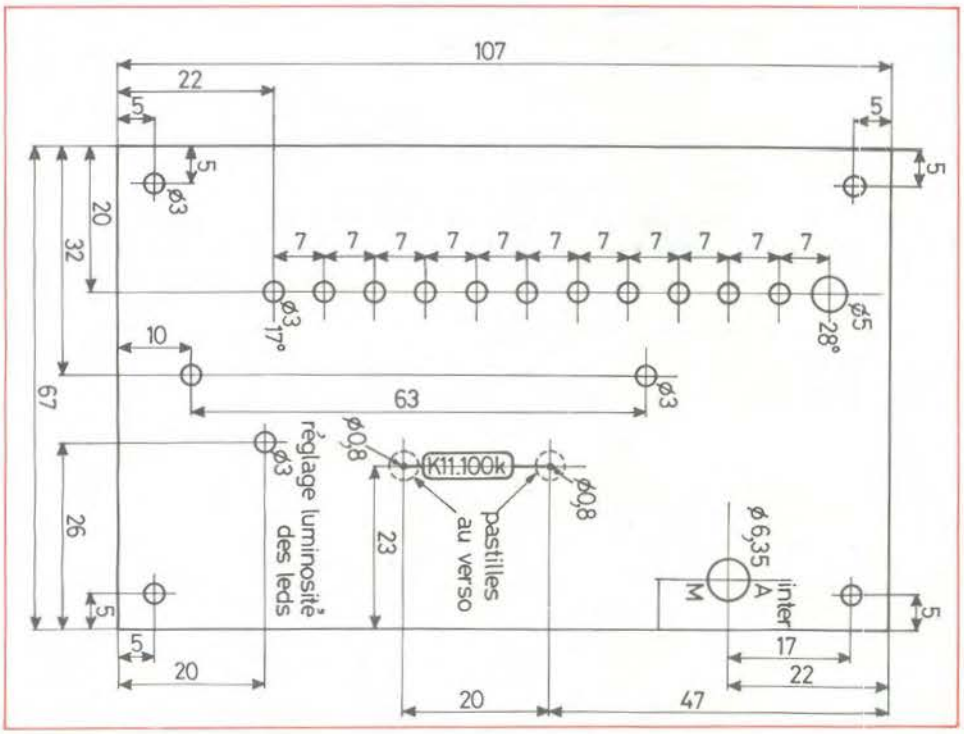
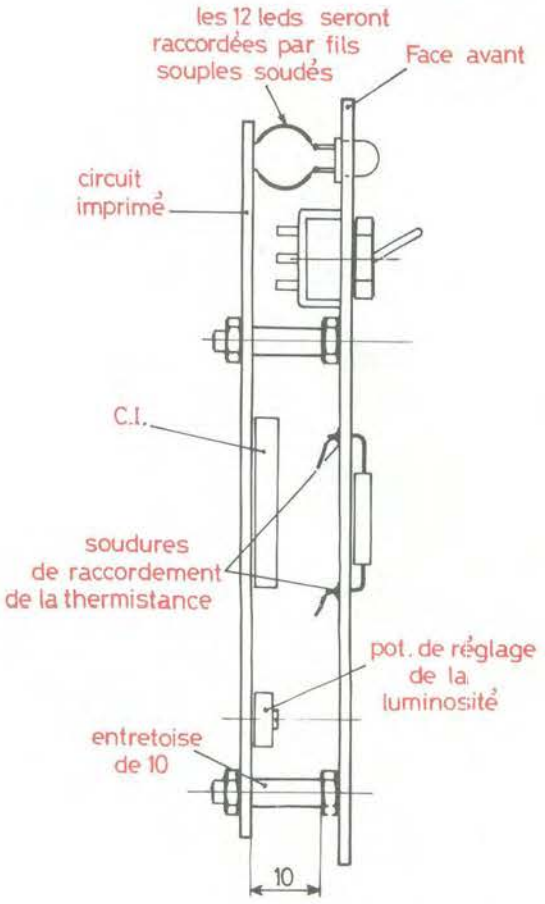

Fig. 4. – On pourra réaliser en verre époxy une plaque de la dimension d'un couvercle de boîtier P/2.
Fig. 5. – Montage mécanique de l'ensemble à l'aide d'entretoises.
En vous conformant au dessin de la **figure 4** commencez par un tracé soigneux effectué à l'aide d'une pointe de compas, l'opération terminée pointez avec le maximum de précision l'emplacement des trous.
L'implantation explicitée par la **figure 3** vous donne la marche à suivre pour réaliser le câblage. Les leds sont montées sur la face avant et fixées à l'aide d'une colle du type Scotch, de là, raccordez-les par des fils souples au circuit imprimé, faites de même pour la thermistance. La **figure 5** montre l'assemblage final avant la mise en boîte, toutefois un dernier trou est à pratiquer sur l'un des côtés du coffret, permettant de sortir le cordon d'alimentation.
La **figure 4** aidera pour la procédure de câblage. On commencera par les résistances, puis le transistor. Ensuite on n'oubliera pas les quatre straps. On terminera par le circuit UAA 170, en évitant de trop chauffer les pattes et les diodes LED (16) en respectant l'orientation des broches : la **figure 5** montre le repère sur le corps plastique des LEDS.